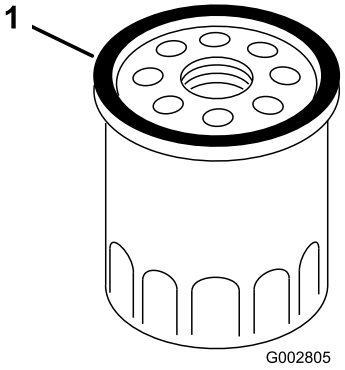

Figur 31
7. Bruk fingeren til å smøre pakningen på det nye filteret med olje (Figur 31).